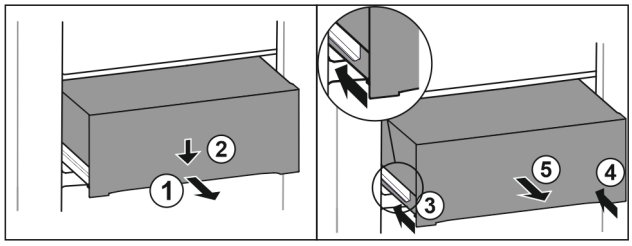

Fig. 136
▶ Schubfach halb herausziehen. *Fig. 136 (1)*
▶ Schubfach an der Vorderseite nach unten drücken. *Fig. 136 (2)*
▶ Linke Schiene etwa 2 cm einschieben. *Fig. 136 (3)*
▶ Rechte Schiene etwa 2 cm einschieben. *Fig. 136 (4)*
▶ Schubfach nach vorne entnehmen. *Fig. 136 (5)*